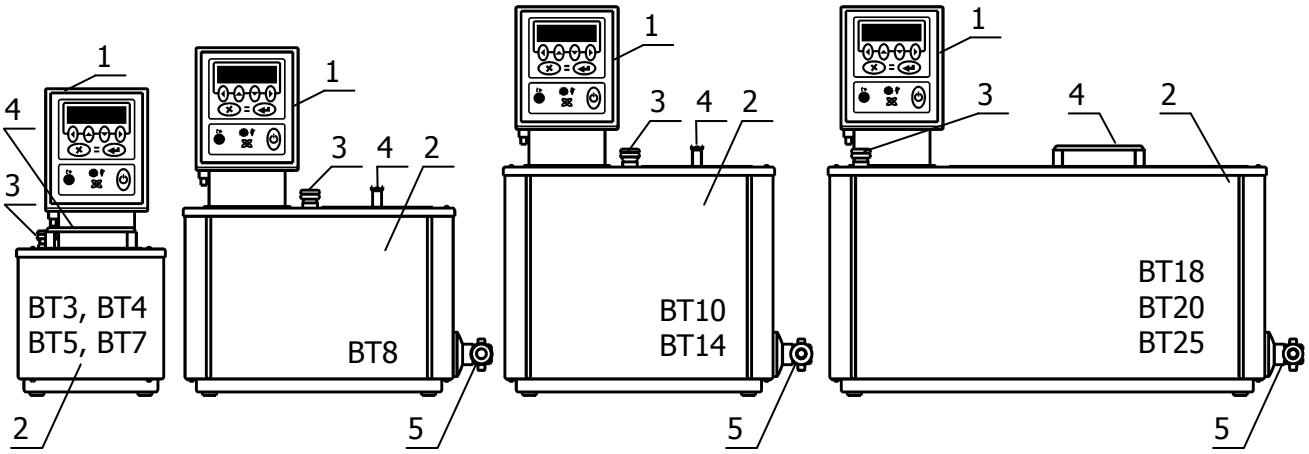

Рисунок 1 — Внешний вид термостатов «ВТ»
1.4.2 Термостаты модельного ряда «ВТ» состоят из (рисунок 1):